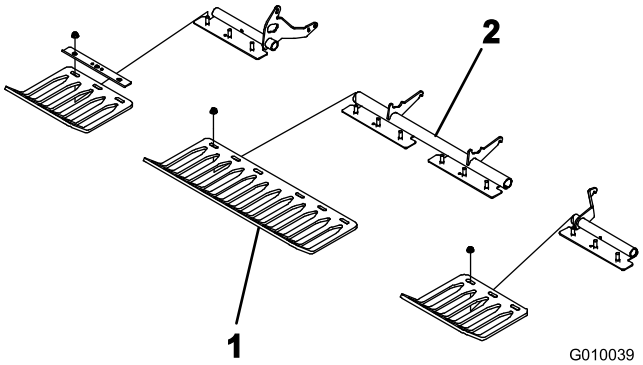

**Rysunek 23**
3. Luźno zamocuj osłony od darni do wsporników osłon za pomocą czterech zacisków osłon od darni i 12 nakrętek kołnierzowych (Rysunek 23). Nie dokręcaj elementów mocujących.
**Informacja:** Zaciski osłon od darni i nakrętki kołnierzowe są na czas transportu mocowane do wsporników osłon (Rysunek 23).